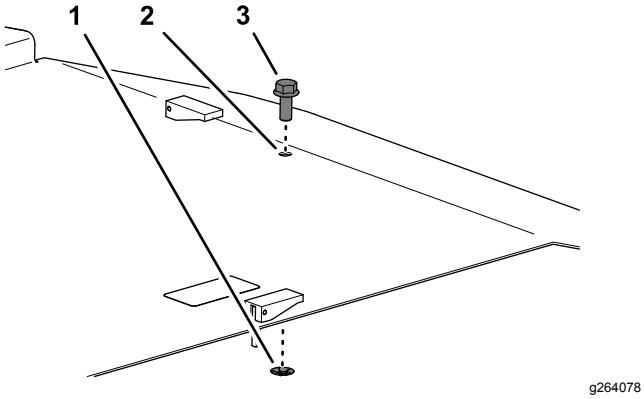

Figur 4
2. Fjern låseskiven som fester bolten til dekselet og fjern bolten fra dekselet (Figur 4).